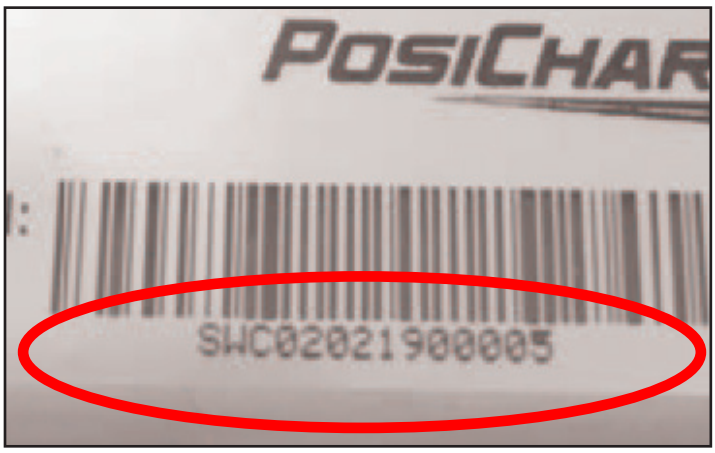

Figure 4 – SkyLink Devise Serial Number
1. Record the serial number (SN) (Figure 4) from the SkyLink device, under the universal product code (UPC) symbol, for Step 3: Initial Setting Up and Programming, to be performed later, and for the Owner's Record (Figure 5).